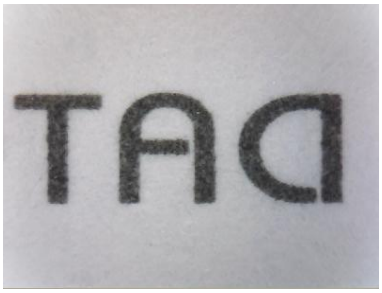

Fig 3-20 Video image do horizontal flip
- Horizontal Flip “ ” ：The video image left and right mirror 180 degree flip which is horizontal flip shown in Fig. 3-20。